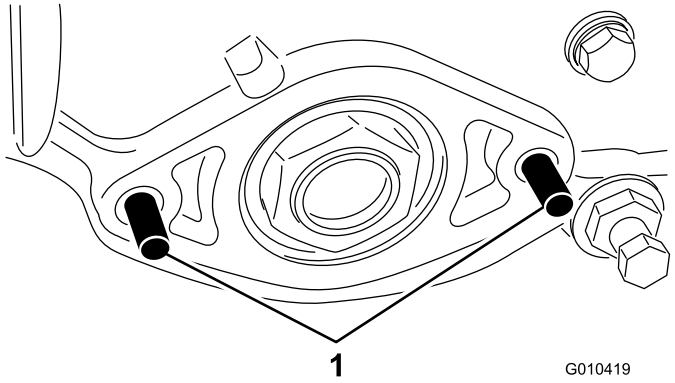

Bild 4
7. Setzen Sie zwei Schrauben (M8) durch die linke Seitenplatte ein, wie in Bild 4 abgebildet.